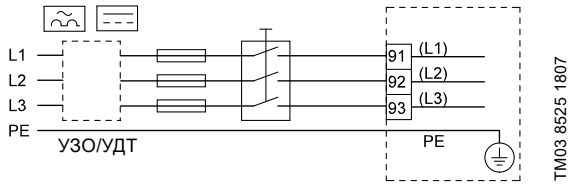

Рис. 152 Пример подключения CUE к трёхфазной сети с сетевым выключателем, плавкими предохранителями и дополнительной защитой
- По возможности, оставляйте экран как можно ближе к соединительным клеммам. См. рис. 152.
Сетевой выключатель может быть установлен перед преобразователем частоты CUE в соответствии с местными нормами и правилами. См. рис. 152.